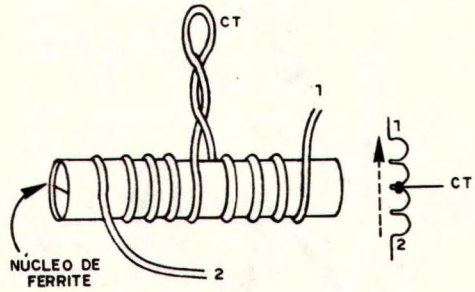

FIGURA 11
f) A bobina L1 é soldada agora, constando apenas de 4 + 4 voltas de fio esmaltado 26 ou 24 enroladas numa forma de 0,5 ou 0,6 cm de diâmetro com um núcleo ajustável de ferrite. Este 4 + 4 indica que você deve enrolar 4 voltas de fio, fazer uma tomada e em seguida enrolar outras 4 voltas de fio, conforme mostra a figura 11.